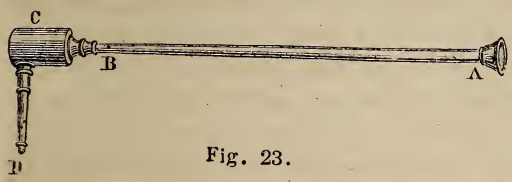

Fig. 23.
81. **Chalumeau de Berzélius.** — Le chalumeau de Berzélius, qui est aujourd'hui le plus en usage dans les laboratoires, lorsqu'il s'agit d'activer la flamme d'une bougie ou d'une lampe à alcool, se compose (fig. 23) d'un tube AB, légèrement conique. L'extrémité A, qui a la forme d'un petit entonnoir, est destinée à être placée contre les lèvres pour insuffler de l'air dans la flamme; l'extrémité B s'enfonce dans une petite chambre C, où se dépose la vapeur aqueuse provenant de l'air. On plonge dans la flamme plus ou moins, selon les besoins, l'ajutage D, ordinairement en platine. Ce chalumeau sert surtout dans l'analyse des minéraux ou des sels par voie sèche.